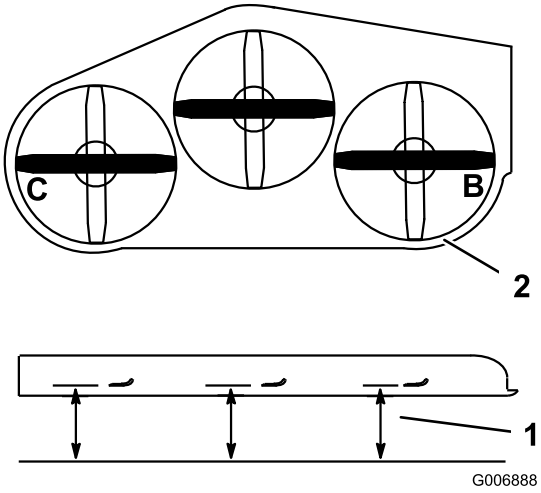

Rysunek 83
1. Ustaw **prawe** ostrze w osi poprzecznej (Rysunek 83).
2. Dokonaj pomiaru prawego ostrza w położeniu **B** od poziomej powierzchni do krawędzi tnącej końcówki ostrza (Rysunek 83).
4. Ustaw lewe ostrze w osi poprzecznej (Rysunek 83).
5. Dokonaj pomiaru lewego ostrza w położeniu **C** (Rysunek 83) od poziomej powierzchni do krawędzi tnącej końcówki ostrza.